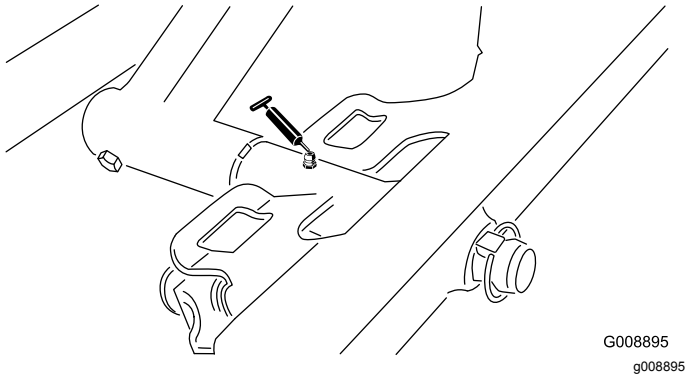

Figuur 50
- Draaipunt van voormaaidek (Figuur 50)